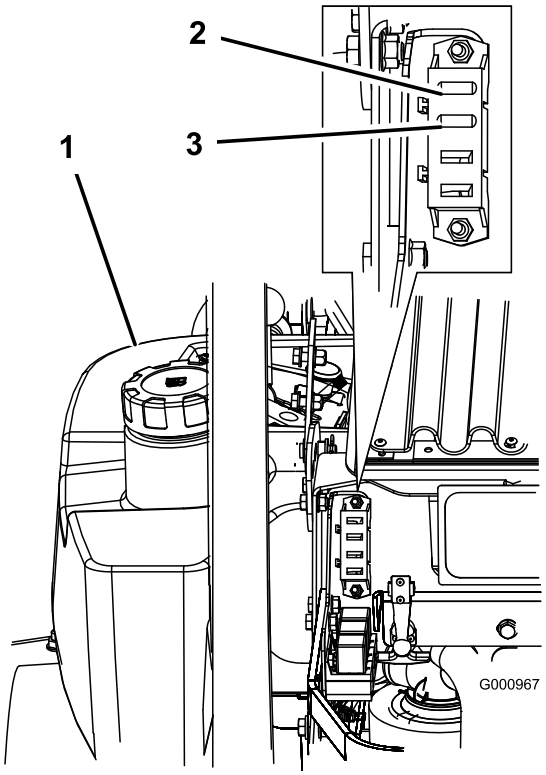

Figur 46
1. Lossa motorkåpan och fäll upp den för att få åtkomst till säkringshållaren (Figur 46).
3. Sätt i en ny säkring (Figur 46).